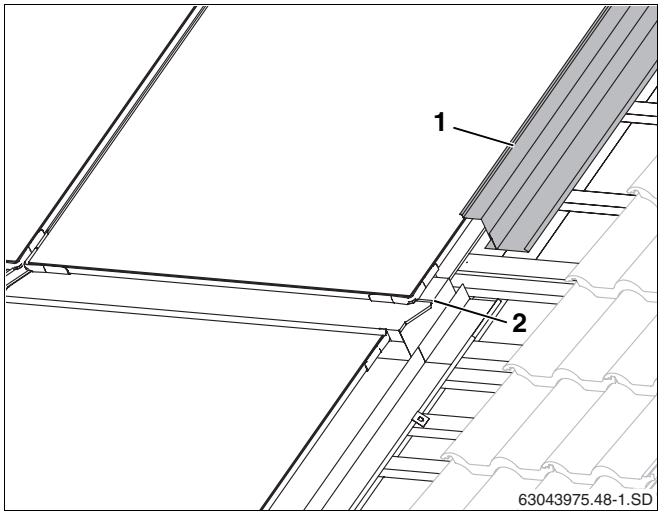

Abb. 55 Oberes rechtes Abdeckblech
- Obere seitliche Abdeckbleche (Abb. 55, **Pos. 1**) wie die unteren montieren (Kapitel 10.2 „Seitliche Abdeckbleche“).
- Schieben Sie die seitlichen Abdeckbleche über den Blechfalz der mittleren Abdeckbleche (Abb. 55, **Pos. 2**).